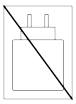

Figure 1
2. Raccordez l'autre extrémité du câble USB à un port USB de votre ordinateur ou branchez-le dans un chargeur mural USB-C 5 V (non inclus, voir la Figure 1).